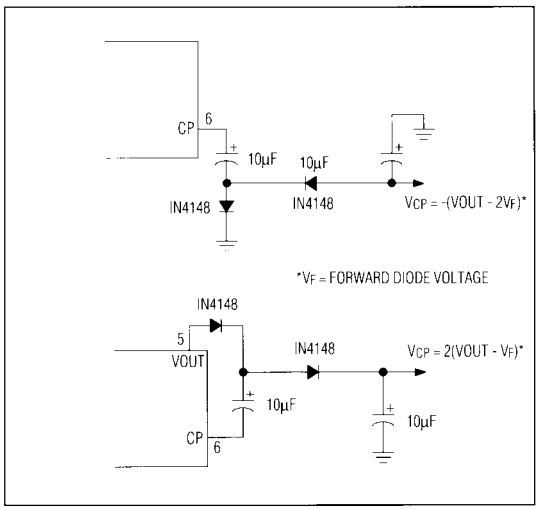

Figure 3. Using the Charge Pump (CP) output as a voltage inverter and/or doubler. Both circuits can be used together.
The Charge Pump (CP) output is a low impedance buffer which swings from ground to VOUT at the oscillator frequency. Two external capacitors and diodes can be connected, as shown in Figure 3, to generate a negative output voltage of –(VOUT – 1.2V) or a positive output of 2(VOUT – 1.2V). 1.2V is the forward drop of 2 silicon diodes. Both circuits can be used at once if desired. With 10µF capacitors, the output impedance of V_{CP} is about 30Ω. If space is critical, the capacitors can be reduced, but with a slight increase in output impedance and V_{CP} output ripple.